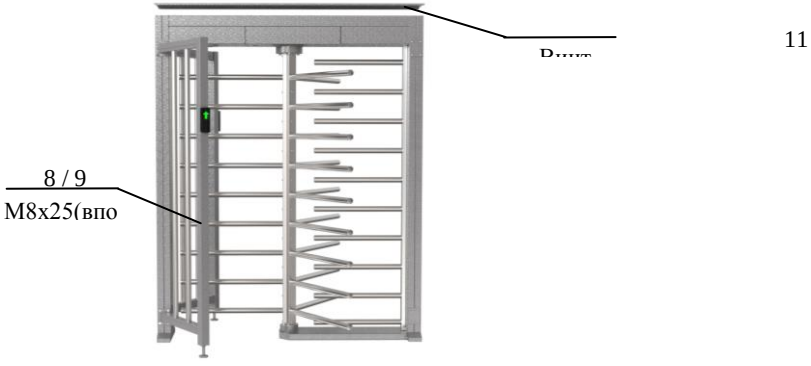

Рис. 6
5. Окончательная сборка (рис.6):